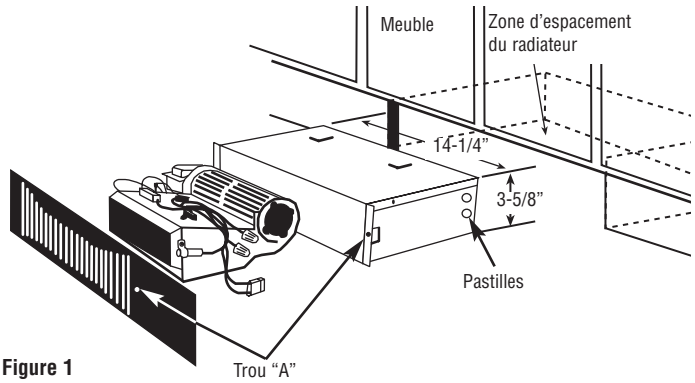

Figure 1
1. Découpez une ouverture de 14-1/4" x 3-5/8" (361,9 x 92,1 mm) à l'endroit voulu comme montré en Fig. 1. Maintenez la zone au sein du périmètre d'écartement exempte d'obstructions.
3. Déterminez quelle pastille sur l'enceinte sera utilisée pour le câblage sur site et enfoncez-la (Voyez la Figure 1). Installez un passe-fil sur le trou (fourniture locale).
7. En utilisant les trous dans les brides de l'enceinte comme gabarit, fixez à la fois la grille frontale et le radiateur en perçant deux trous de diamètre 3/32" (2,3 mm) dans la planche du meuble, et en plaçant deux vis N° 6 de 3/4" (19 mm) au travers du trou "A" (Voyez la Figure 1).